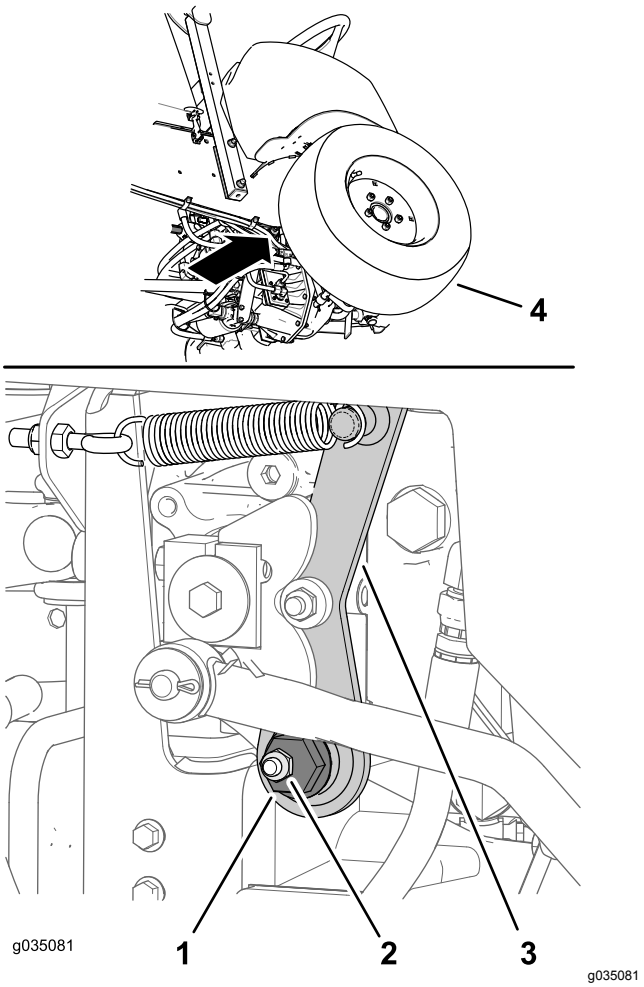

Figur 67
1. Lokalisera den excentriska sexkantsbrickan till höger om hydraulpumpen och under styrkonsolen (Figur 67).
2. Lossa fästmuttern så att kan du flytta den excentriska sexkantsbrickan (Figur 67).
4. Vrid den excentriska sexkantsbrickan moturs tills framhjulet börjar snurra framåt, och vrid den sedan medurs tills framhjulet börjar snurra bakåt (Figur 67).